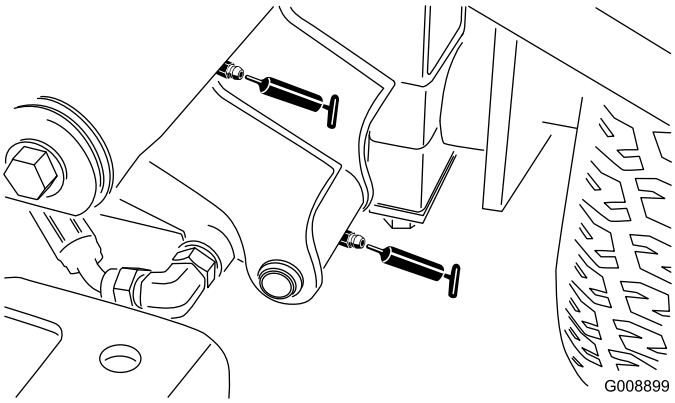

Figur 52
- Främre vänster lyftarmstapp och lyftcylinder (2) (Figur 52)